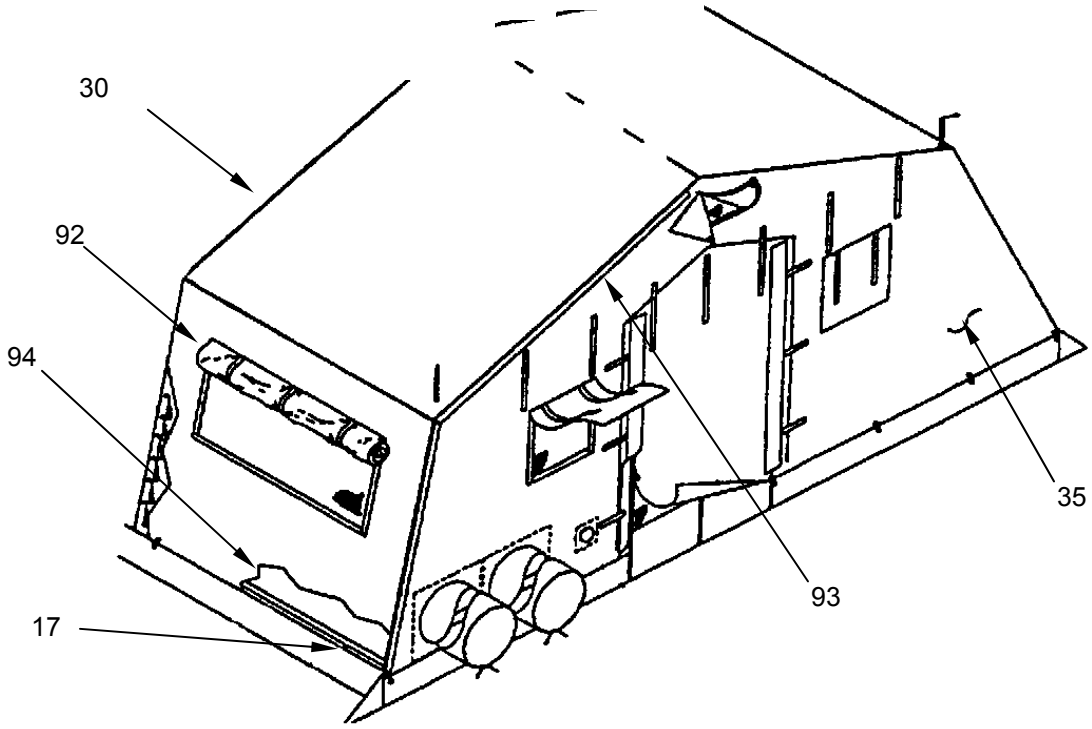

Figure 38. Complete Becket Lacing and Bootwall Attachment.
1. Roll up window flaps **(Figure 38, Item 92)** and secure.
2. Have two soldiers on the ground complete lacing the window section **(Figure 38, Item 30)** and the end sections **(Figure 38, Item 35)** together. Secure weather seal flap **(Figure 38, Item 93)**.
3. Pull sod cloth **(Figure 38, Item 94)** under base purlins **(Figure 38, Item 17)** and end wall section **(Figure 38, Item 35)**.